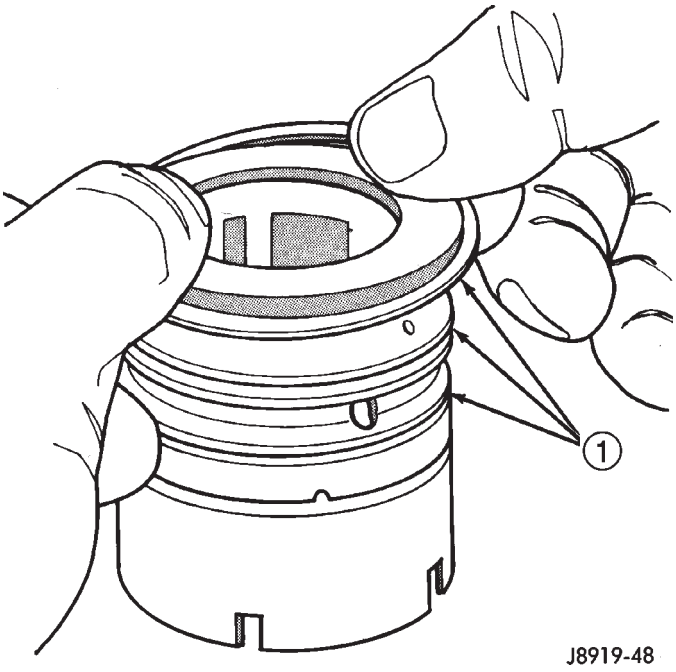

Fig. 29 Valve Seals
(7) Remove spool valve O-ring and valve body teflon rings and O-rings underneath the teflon rings (Fig. 29).